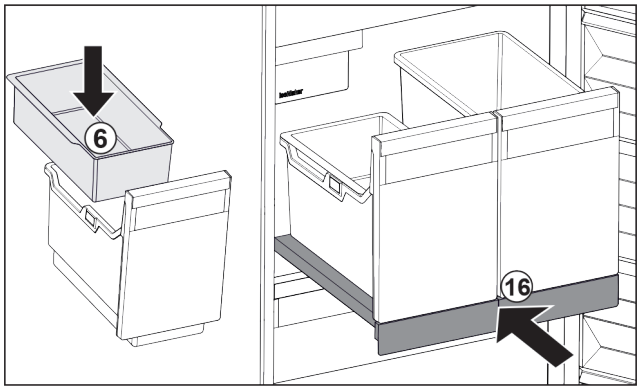

Fig. 176
▶ Introduceți tava suspendată *Fig. 176 (6)* pentru cuburi de gheață.
▶ Inserați raftul extractibil cu recipientele (IceTower). *Fig. 176 (16)*